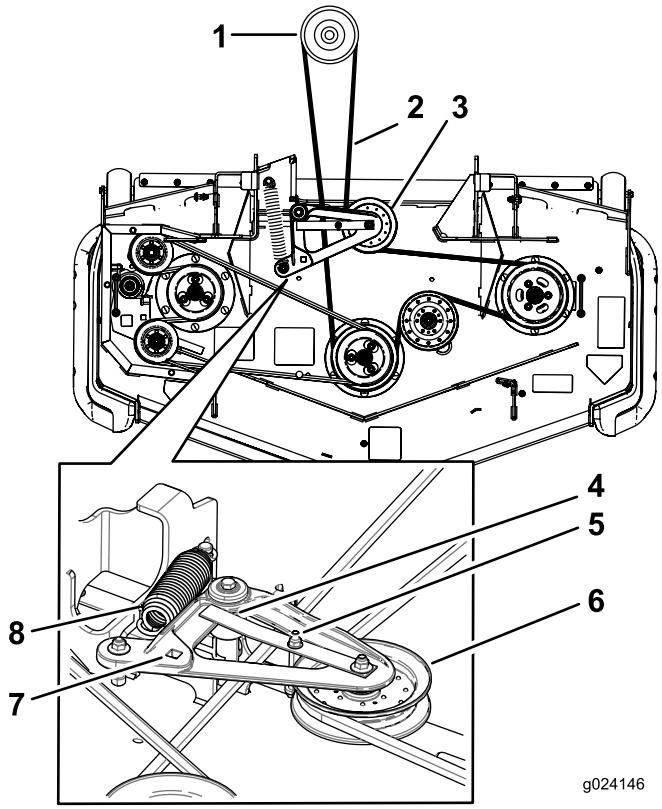

Figur 95
5. Løft vognbunden op, og stik en skralde i det firkantede hul i skjoldstyrearmen (Figur 95).
6. Roter plæneklipperskjoldets styreremskive med uret, løft op i tappen på remstyret, og fjern plæneklipperskjoldets rem fra koblingen (Figur 95).